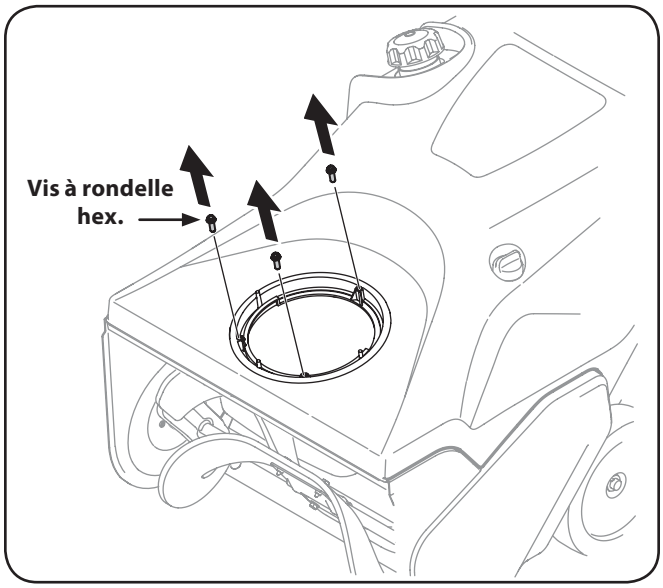

Figure 3-4
1. Enlevez les vis à rondelle hex. placées sur la base de la goulotte. Voir la Fig. 3-4.